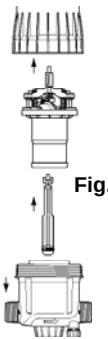

Fig. 17
- Tirar o conjunto êmbolo motor (**Fig. 17**) puxando para cima.